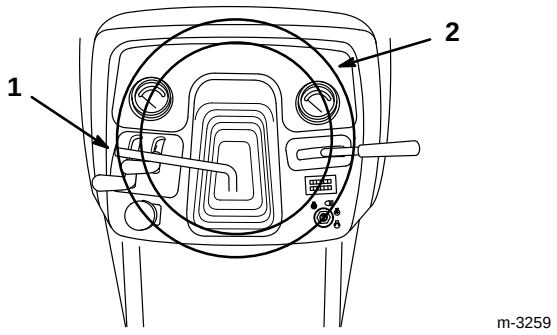

Figure 24
1. Soulever le levier de réglage pour débloquer l'inclinaison du volant (Fig. 24).